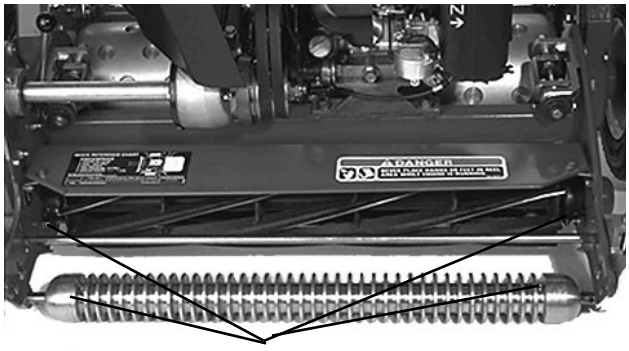

Figure 17
2. Emplacement des graisseurs: (2) sur le rouleau avant (Fig. 17), (2) sur les roulements des cylindres (Fig. 17), (2) sur les axes du tambour (Fig. 18), (3) sur le différentiel (Fig. 18), (2) sur les roulements de l'arbre de renvoi des cylindres (Fig. 19) et (1) sur la poulie de tension de la courroie (Fig. 20).